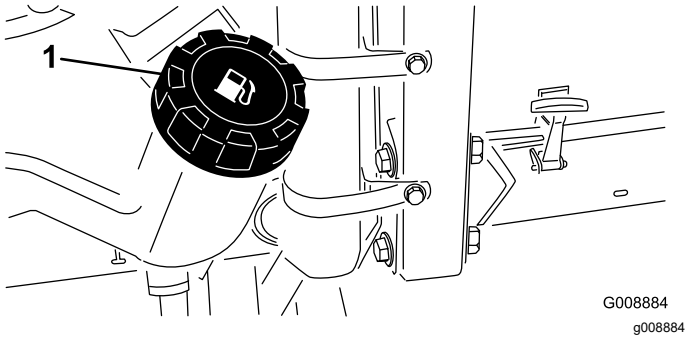

**Figuur 29**
1. Maak de omgeving van de dop van de brandstoftank schoon (Figuur 29).